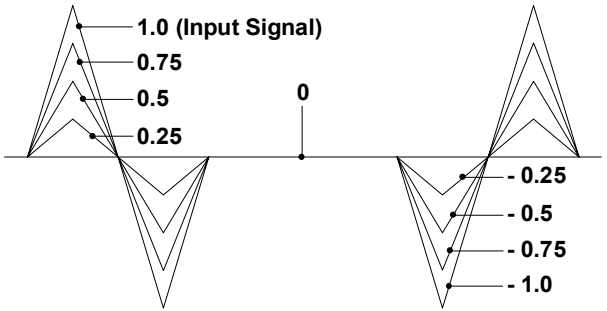

Fig. 2:In this example, a triangle wave is symmetrically amplified by the internal symmetry VCA, with various gain factors from 1.0 to -1.0
⑤ Sym.
Symmetry, that is the g**ain factor of the internal symmetry VCAs**, is altered by control ⑤. The Symmetry VCA is a special amplifier which operates in the amplification range from -1 to +1, so can amplify negative as well as positive voltages (see Fig. 2).